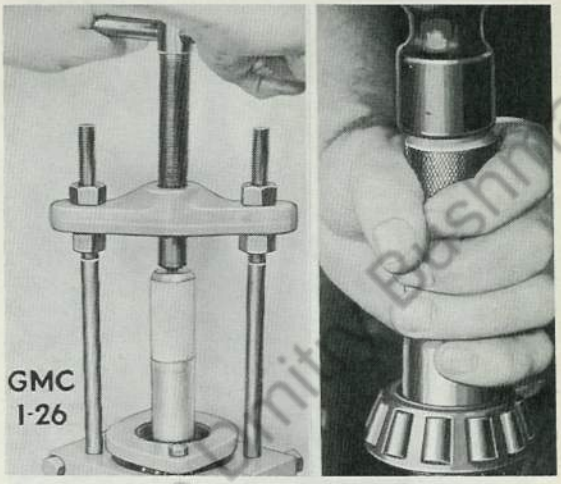

Fig. 9 Tapered Roller Bearing Cones Are Removed and Installed as Shown
2. Use suitable bearing puller as illustrated in Fig. 9, to remove mainshaft rear bearings (82).
3. Remove sliding gear (81) from shaft splines. This is an opportune time to check clearance between sliding gear and mainshaft. Clearance between these parts should be as given in "Specifications" at end of this section.
5. Use gear puller as explained above to remove front bearing (74) or place assembly in arbor press to remove bearing (74) gear (76) and two thrust washers (75 and 78) from mainshaft.
4. Use bearing puller in manner illustrated in Fig. 9, to remove bearings (53 and 64) from shaft.
5. Remove constant mesh gears (54 and 63) also low speed gear (62) from idler shaft (58) in arbor press.
6. Low speed gear (62) is keyed to shaft and must be removed by pressing in arbor press.
3. If inspection reveals that bearing cup (83) inside of main drive gear (84) should be replaced, it can be removed with special puller tool (J-1708) developed for this operation.
4. Main drive gear front bearing cone (87) need not be removed, unless inspection indicates need of replacing. When necessary, bearing is removed with puller (CS-1047) in manner illustrated in Fig. 9.
5. Bearing cups (88 and 93) can be removed from cage (90) with brass drift pin and hammer. Place cage on bench and tap cup around edge until it is removed. Do not allow cup to become cocked or crooked.
bearing cone (16) on shaft (21) with large end of tapered roller toward rear of shaft. Bearing cone replacing tool (J-1718, Fig. 9) should be used when installing bearings to prevent damage to cone and also to insure proper seat against shoulder on shaft.
3. Replace shaft and bearing assembly through front of carrier (25) and install outer bearing cup (15) in carrier. Be sure rollers are oiled with engine oil.
4. Replace outer bearing cap (12) with new oil seal assembly, using new gasket (13) and same shims (14) as were removed at disassembly.
1. Replace thrust washer (78) used between mainshaft gear (76) and shoulder on mainshaft (80). If washer is scored or worn, it is recommended that new part be installed.
2. Install mainshaft gear (76) and bushing (77) assembly over front of shaft (80) with internal teeth toward rear.
3. Replace thrust washer (75) used between mainshaft gear (76) and mainshaft front bearing (74). If washer is scored or worn, it should be replaced with new part.
4. Replace front bearing (74) on shaft (80) with large end toward rear of shaft, tight against washer (75). Bearing cone replacement tool (J-1718) should be used to replace bearing cone, as illustrated in Fig. 9. Gear (76) should turn freely without excessive end play.
5. Replace sliding gear (81) over shaft splines, with shifting fork groove toward rear of shaft.
6. Replace rear bearing cone (82) to mainshaft, using cone replacing tool (J-1718) in manner illustrated in Fig. 9.